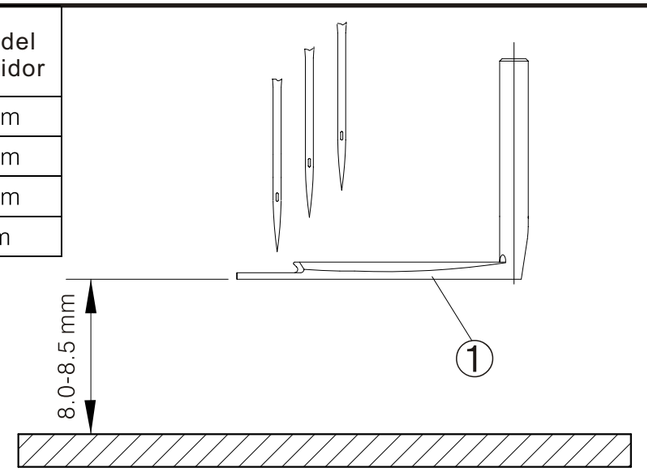

Fig. 16
3. El espacio desde el fondo de la placa del distribuidor hasta la superficie de la placa aguja es como se muestra en la Fig. 16.